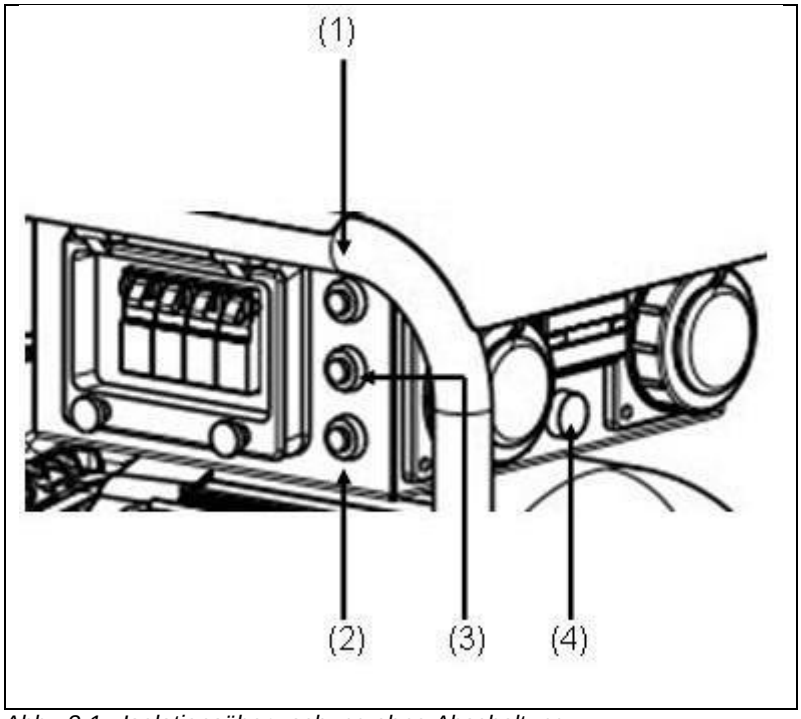

Abb. 3-1: Isolationsüberwachung ohne Abschaltung
Drücken Sie den Testknopf *(siehe* Abb. 3-1-(2)*)*
✓ Die Lampe *(siehe Abb. 3-1-(4))* zeigt das Ergebnis an:
Hinweis: Die Hupe kann mithilfe der Taste „Quittierung“ *(siehe Abb. 3-1-(1))* quittiert werden.
2. Nach der Überprüfung muss die Reset-Taste *(siehe Abb. 3-1-(3))* gedrückt werden, um das Gerät wieder zu betreiben.
2. Nach dem abschalten und abstecken des Verbrauchers muss die Reset-Taste *(siehe Abb. 3-1-(3))* gedrückt werden, um das Gerät wieder zu betreiben.
3. Drücken Sie den Testknopf *(siehe Abb. 3-1-(2))*
✓ Die Lampe *(siehe Abb. 3-1-(4))* und die Position des Leitungsschutzschalters zeigen das Ergebnis an:
4. Nach der Überprüfung muss die Reset-Taste *(siehe Abb. 3-1-(3))* gedrückt und der Leitungsschutzschalter in Pos. 1 gebracht werden, um das Gerät wieder zu betreiben.
2. Nach dem abschalten und abstecken des Verbrauchers muss die Reset-Taste *(siehe Abb. 3-1-(3))* gedrückt und der Leitungsschutzschalter in Pos. 1 gebracht werden, um das Gerät wieder zu betreiben.